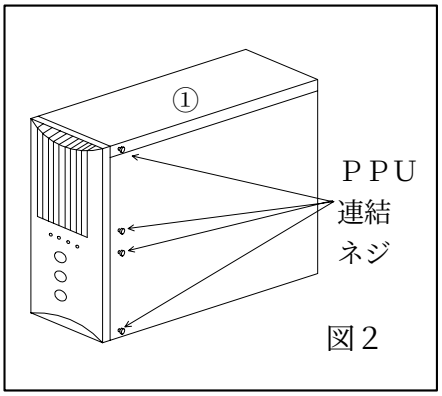

図２
３．ＰＰＵ①側面にあるネジ穴に付属のＰＰＵ連結ネジを取り付けます。(図２)